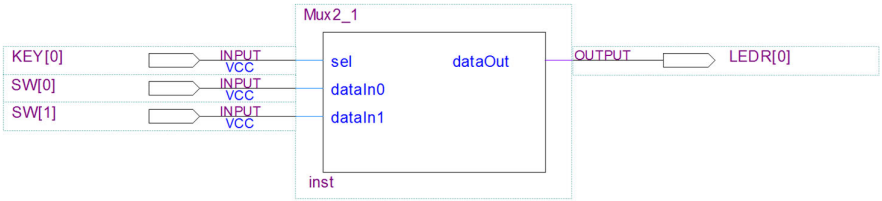

Figura 7 – Instanciação do módulo "Mux2_1" e ligação a pinos da FPGA.
6. Crie um novo ficheiro para um esquema lógico, chamado "Mux2_1Demo.bdf". Instancie nele o multiplexador e associe os seus portos a pinos concretos da FPGA do *kit* DE2-115 que vai usar para o testar (sugere-se que ligue as entradas de dados a interruptores, a entrada de seleção a um botão e a saída a um LEDs, como mostra a Figura 7).